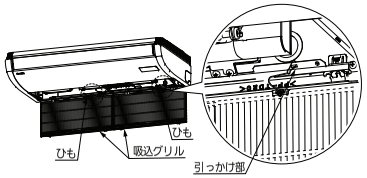

図26
- 吸込グリルを取り付けるときは、図26の右図のように吸込グリルのひもを室内ユニット引っかけ部に引っかけてください。